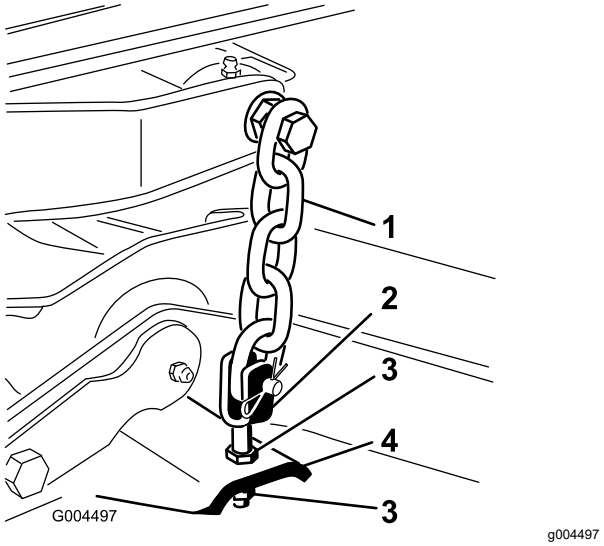

**Rysunek 7**
8. Wyreguluj przeciwnakrętki mocujące jarzma/łańcuchy do kosiarki, aż zespół tnący znajdzie się w poziomie (Rysunek 7).
6. Wyreguluj przeciwnakrętki mocujące tylne jarzma/łańcuchy podwozia (Rysunek 7), aby unieść tył zespołu tnącego w celu ustawienia nachylenia ostrza równego 8 do 11 mm.